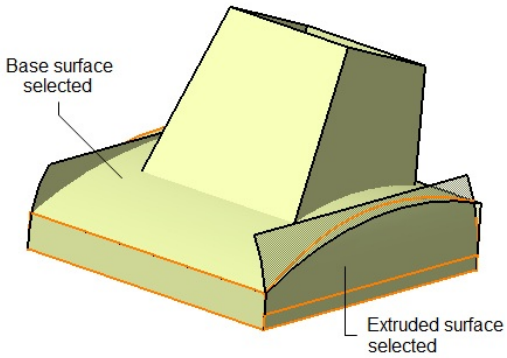
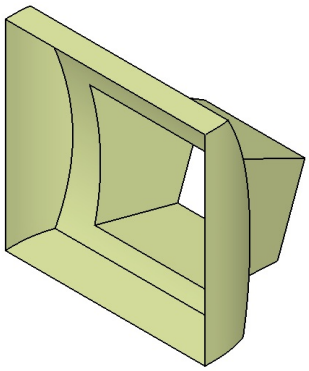

Figure 11-82 *Surfaces selected for trimming*
Figure 11-83 *The model after trimming the surfaces*
c. Trim unwanted surfaces, refer to Figure 11-82 and Figure 11-83.
2. Select the right extruded surface as the first element and the base surface as the second element, as shown in Figure 11-82. The names of both the selected surfaces are displayed in the **Trimmed elements** area of the **Trim Definition** dialog box. Also, preview of the trimmed surfaces is displayed in the geometry area, refer to Figure 11-82. If they are not the same as required, you need to flip the directions to trim the other sides of the surfaces.
8. Choose the **OK** button from the **Trim Definition** dialog box to trim the surface and exit the dialog box. The model after trimming the surfaces is shown in Figure 11-83.